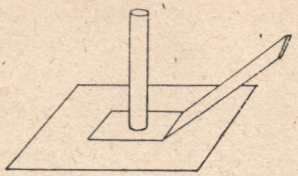

Abb. 194. Weißblechlötungen.
4. Vorführung mehrerer Weißblechlötungen unter Verwendung von Lötwasser. Man lötet immer unter Andrücken fest (Abb. 194). Nicht die verwendete Lotmenge sichert die Haltbarkeit, sondern die Sauberkeit der Lötstelle und das Andrücken.